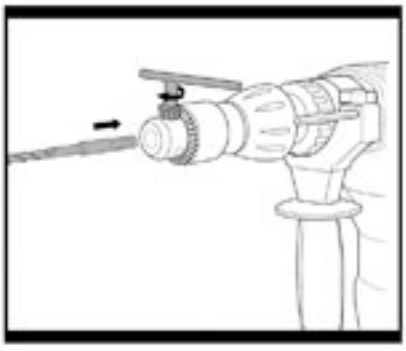

Fig. 5
5. USING THE KEY CHUCK (Fig. 5)